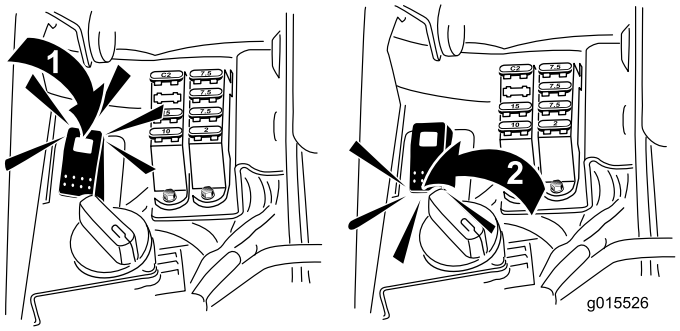

Figuur 53
5. Zet de wetschakelaar in de achteruitstand (R) (Figuur 53).